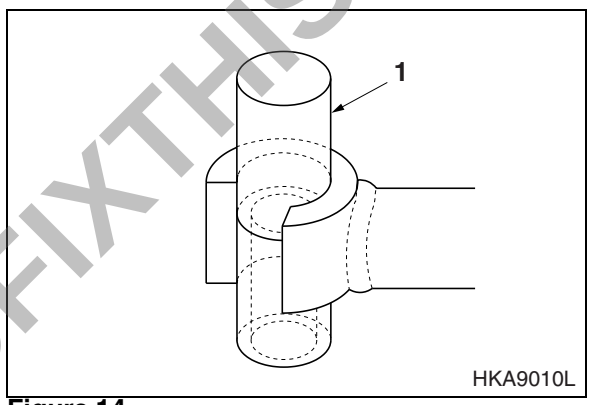

Figure 14
1. Reassemble pin bushing to piston rod and body of cylinder by using a press (1, Figure 14).